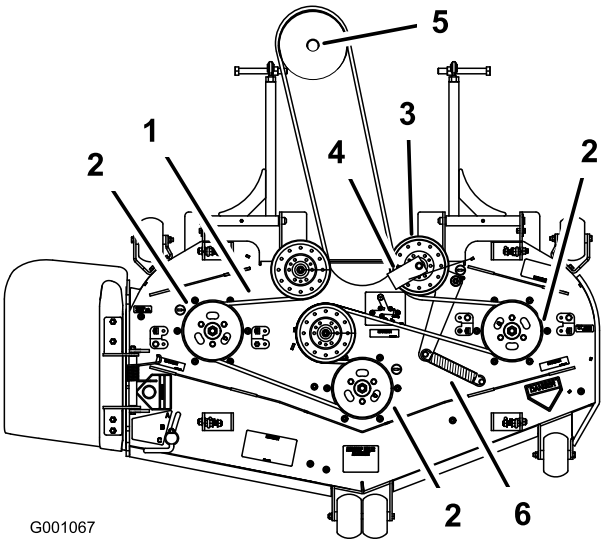

Figuur 71
8. Leg de nieuwe riem rond de poelies van het maaidek en de poelie van de tandwielkast onder de motor (Figuur 71).
9. Monteer de riemgeleider op de veerbelaste spanpoelie in een hoek van 45 graden zoals wordt getoond in Figuur 71. Draai de bout vast met een torsie van 37-45 Nm.
10. Monteer de veer van de spanpoelie op de twee stangen (Figuur 71).